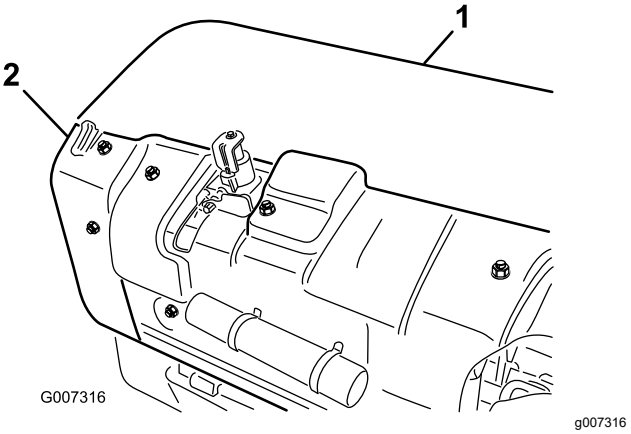

Figura 35
1. Retire la cubierta trasera del cabezal de perforación (Figura 35).
2. Retire los pernos de montaje del protector de la polea, y retire el protector (Figura 35).